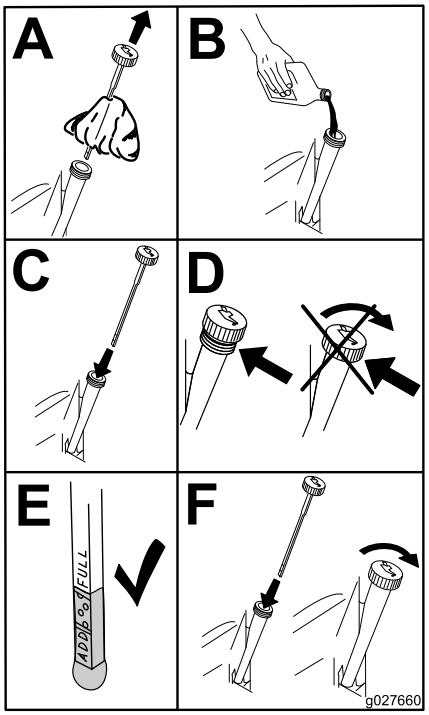

Figur 41
4. Slå langsomt cirka 80 % av den spesifiserte oljen ned i påfyllingsrøret, og tilfør sakte resten av oljen til den når **Full**-merket (Figur 41).